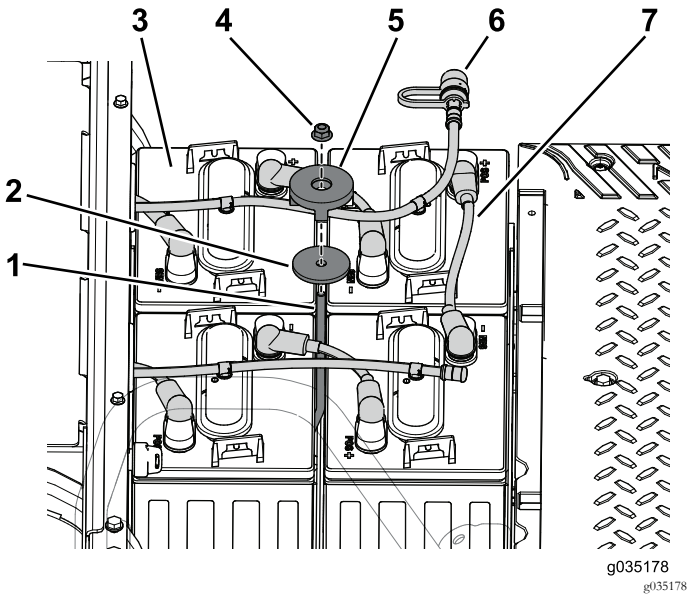

Figura 97
1. Instale as quatro baterias no tabuleiro da bateria dianteiro (Figura 97).
2. Utilize a haste da fixação, anilha, fixação e porca de bloqueio para prender as baterias no tabuleiro da bateria (Figura 97).
3. Ligue os cabos da bateria ao terminal positivo (+) nas baterias (Figura 97).
6. Instalação da mangueira de rega nas baterias (Figura 97).